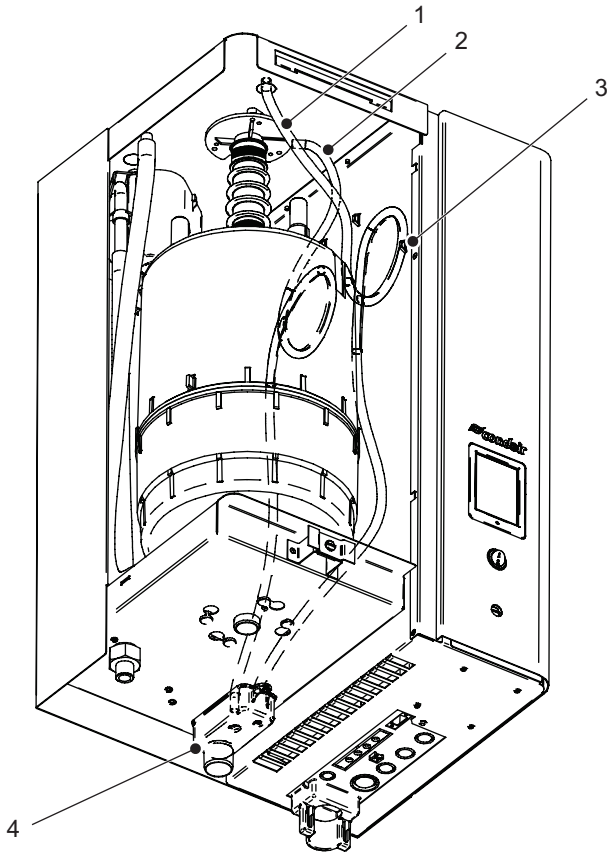

Figure 20 : Raccords de la conduite de condensat sur l'humidificateur
a. Raccorder la conduite de condensat 9,5 mm de diamètre au point de raccord prévu à cet effet sur le collecteur de vidange de l'humidificateur. Consulter la *Figure 20*.